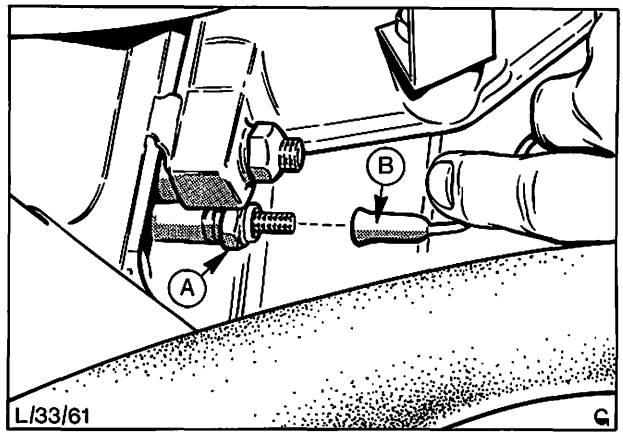

Abb. 74 A = Geber – Kühlwasser-Fernthermometer
3. Gewinde des Gebers mit Dichtmasse bestreichen, Geber eindrehen und Kabel anschließen, Abb. 74. Kühlsystem auffüllen.